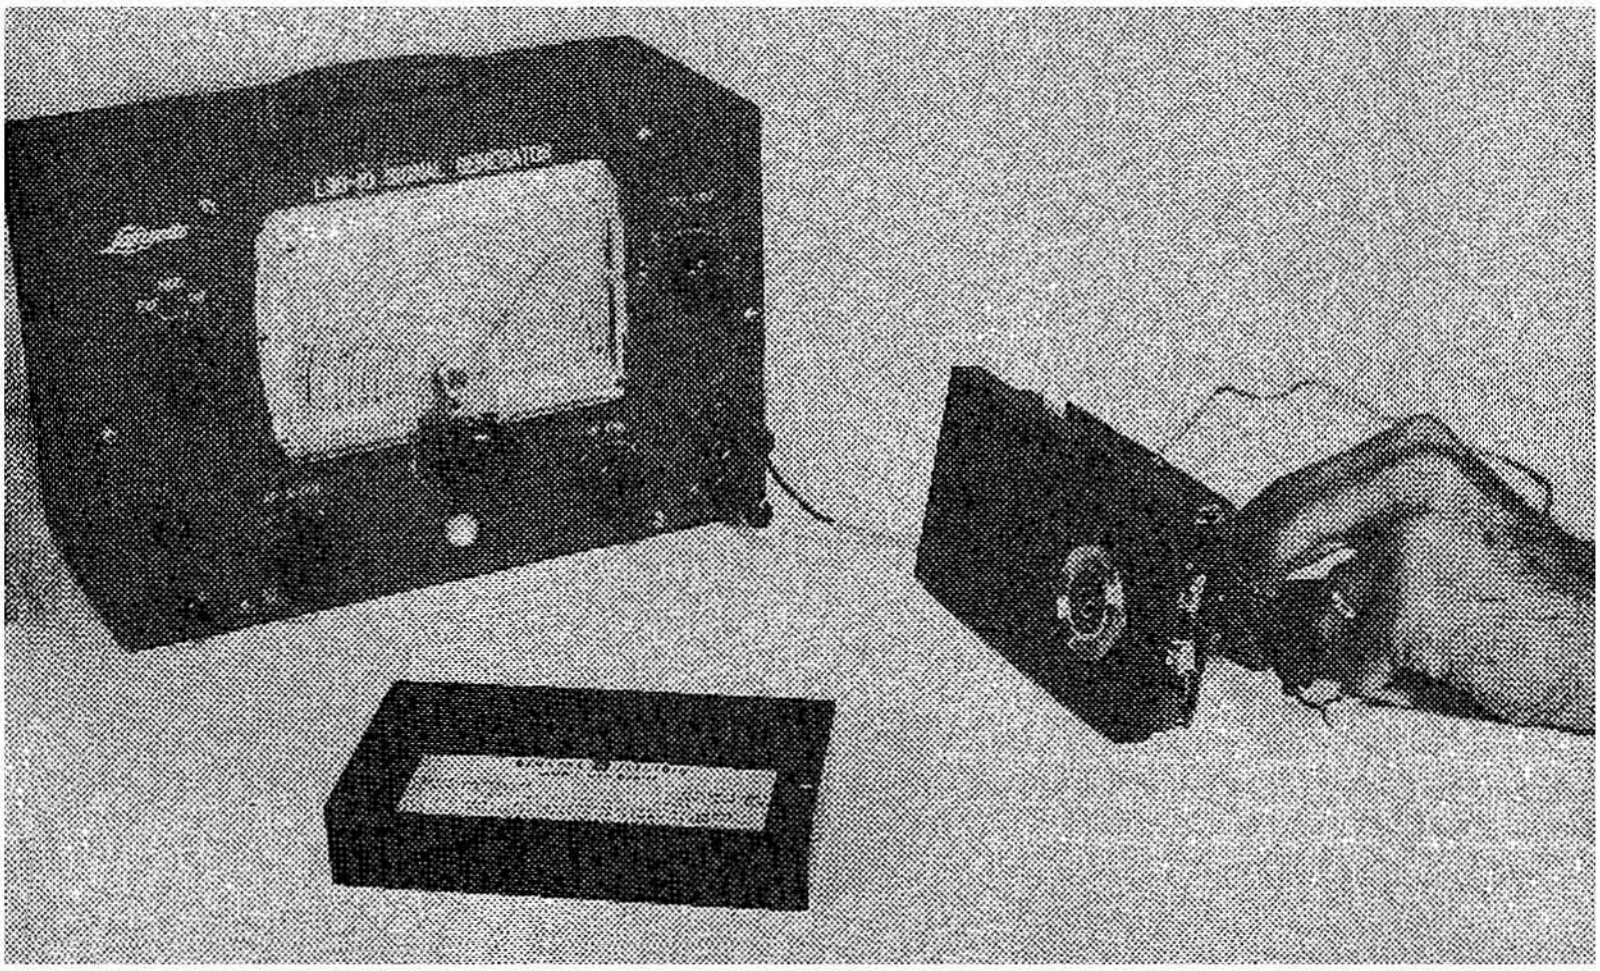

Fig. 1-22: Using a Signal Generator to carry out SIGNAL INJECTION tests.
3) Apply an appropriate test signal to the "input" of the *output stage* (point Ⓔ, Fig. 17). The test signal may be obtained from an R.F. Signal Generator when checking the I.F. and R.F. stages of radio receivers (see Fig. 1-22), from an